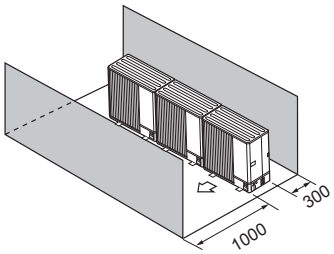

Fig. 1-15
④ Obstacles at front and rear only (Fig. 1-15)